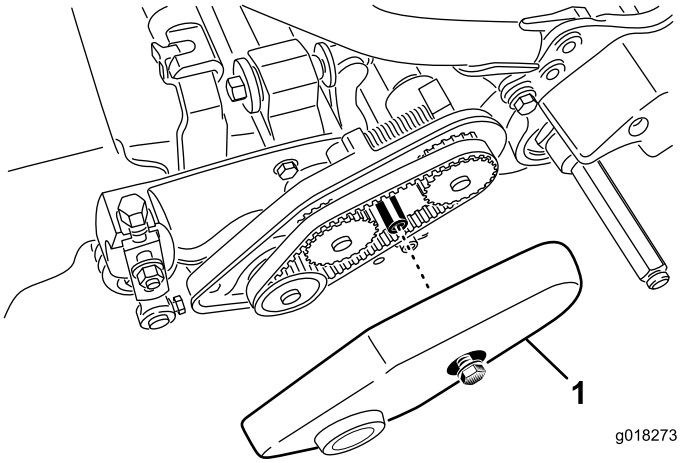

Figura 41
1. Afloje el perno que sujeta la cubierta de la correa y retire la cubierta de la correa para tener acceso a la correa (Figura 41).